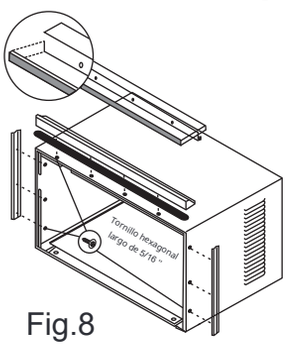

Fig.8
2. Instale el ángulo superior y los retenedores laterales en el mueble como se muestra en la Fig. 8 (10 tornillos).